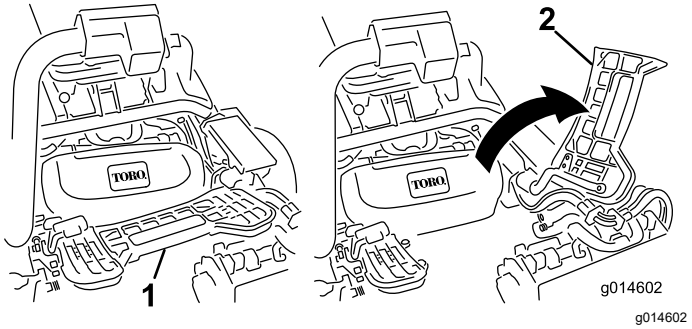

**Figur 53**
2. Hæv fodstøtten og vip den åben, så du får adgang til den midterste klippeenheds position (Figur 53).